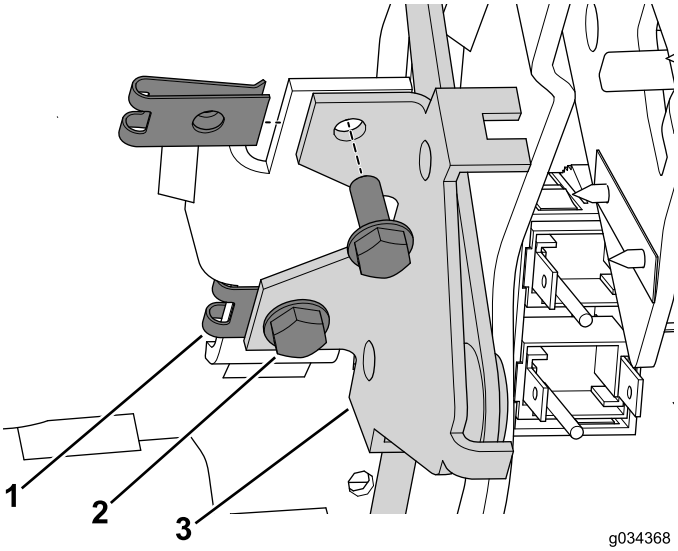

Figur 19
3. Monter hastighedsmøtrikkerne på beslaget på konsollen (Figur 19).
4. Brug de 2 bolte (nr. 10 x 1/2 tomme) til at fastgøre chokerhåndtaget til konsollen (Figur 19).